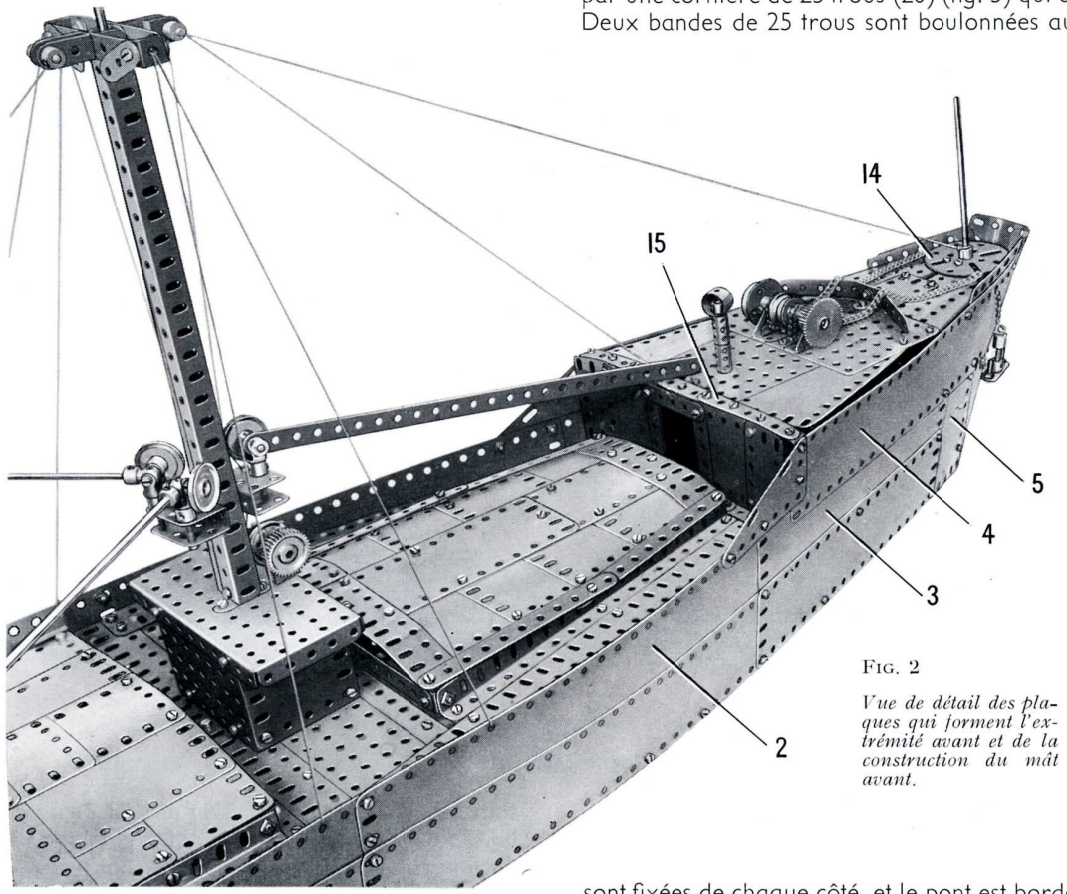
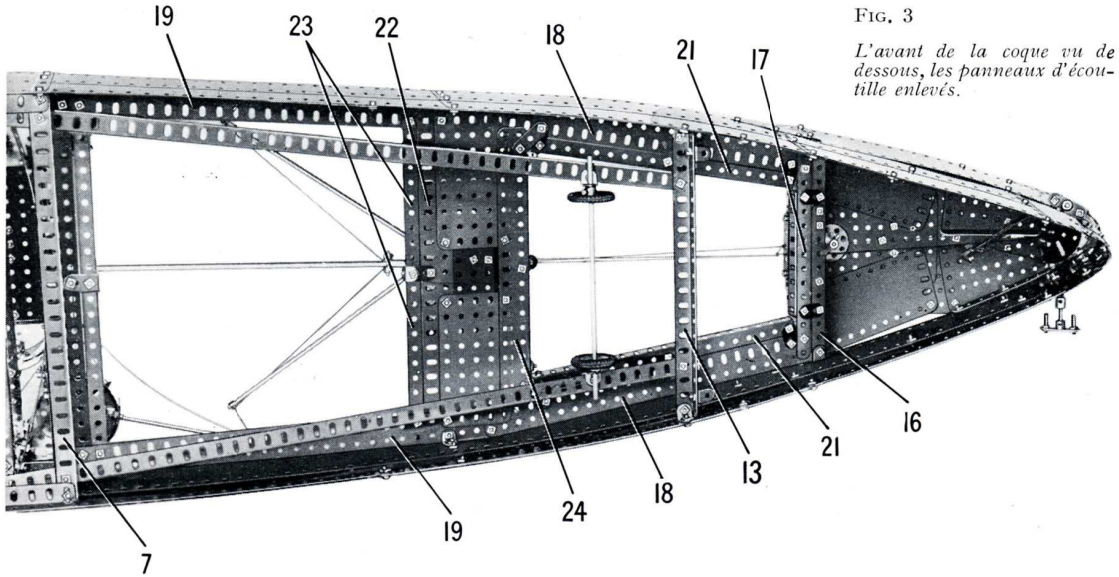

Fig. 2
Fig. 3
Le pont avant est constitué par un plateau central (14) (fig. 2) situé à l'avant et boulonné sur deux plaques-secteur à rebords, derrière lesquelles se trouvent deux plaques sans rebords de 14×9 cm. de chaque côté desquelles une plaque flexible de 14×6 cm. est boulonnée en oblique. Les extrémités arrière de ces plaques sont tenues par une bande (15) faite d'une bande de 11 trous et d'une de 7 trous fixée sur les rebords supérieurs des bandes coudées de 60×12 mm., boulonnées sur les côtés. Les rebords inférieurs de ces bandes coudées soutiennent une bande (16) (fig. 3) faite d'une bande de 11 trous et d'une de 5 trous. Une plaque flexible de 6×6 cm. et une de 6×4 cm. sont boulonnées ensemble de chaque côté, et sont réunies verticalement aux bandes (15) et (16) par des équerres. Elles sont boulonnées également sur des bandes coudées de 60×12 mm. fixées entre ces bandes.
Une cornière de 19 trous (21) (fig. 3) est réunie à chacune des poutrelles plates (18) par trois supports plats, et des bandes coudées de 90×12 mm. sont boulonnées entre ces poutrelles plates et la cornière (13).
Une poutrelle plate de 19 trous (22) prolongée par une poutrelle plate de 5 trous est fixée sur les poutrelles plates (19), et deux bandes de 11 trous (23) réunies l'une à l'autre sont également fixées sur les poutrelles plates (19). Une poutrelle plate de 19 trous (24) est réunie aux poutrelles plates (18) par deux bandes de trois trous. Deux plaques sans rebords de 11,5×6 cm. sont placées entre les poutrelles plates (22) et (24) (fig. 3).